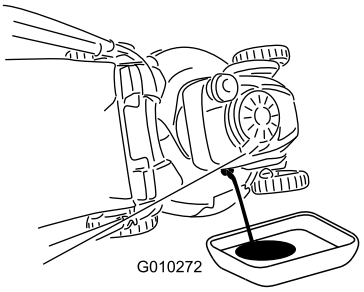

Figuur 41
7. Kantel de machine op zijn kant met de vulbuis omlaag om de gebruikte olie langs de vulbuis te laten uitlopen in een bak (Figuur 41).